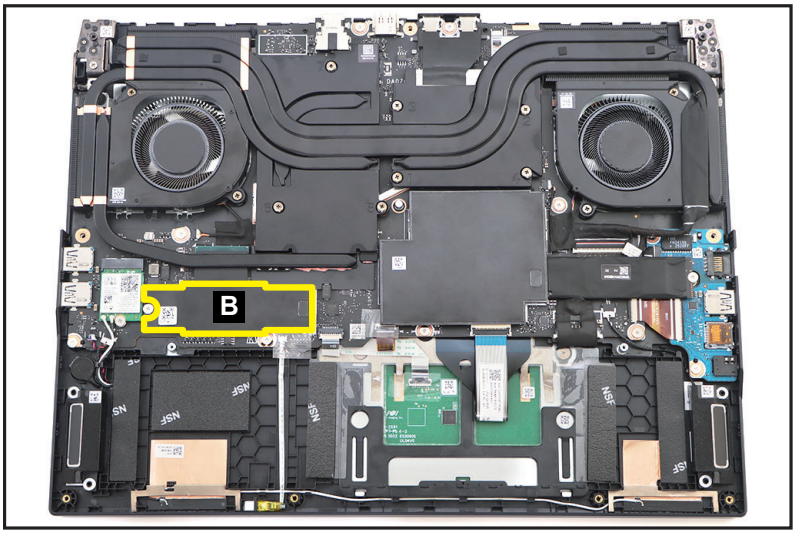

Figure 1-16. SSD Module Removal
2. Detach the absorber with insulator mylar (B) covering the SSD module (**closer to the WLAN module**) (Figure 1-16).